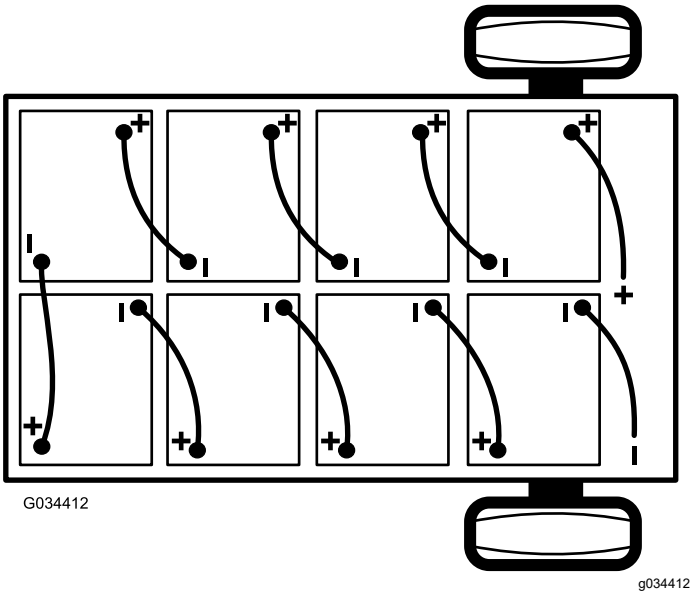

Figuur 41
2. Maak de zwarte hoofdkabel (-) los die de accugroep verbindt met het aardingspunt van de machine (Figuur 41).
3. Maak de rode hoofdkabel (+) los die de accugroep verbindt met de hoofdschakelaar van de machine (Figuur 41).
Opmerking: Let op de polariteit van de accu als u een nieuwe accu plaatst (Figuur 41).
6. Sluit de accu's op elkaar aan zoals in Figuur 41; gebruik hiervoor de accuverbindingskabels die u verwijderd hebt in stap 1.
2. Sluit de rode hoofdkabel (+) tussen de accugroep en de machine aan (Figuur 41).
3. Sluit de zwarte hoofdkabel (-) tussen de accugroep en de machine aan (Figuur 41).